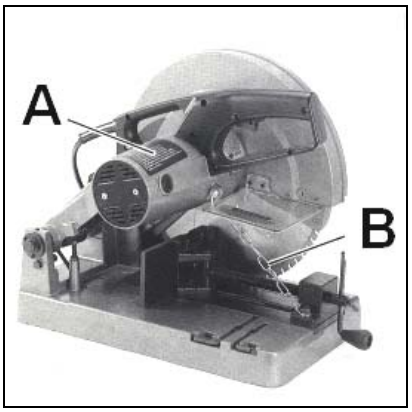

Fig 2
Décrocher la chaîne (B, Fig 2) et laisser glisser lentement la tête (A) vers le haut.